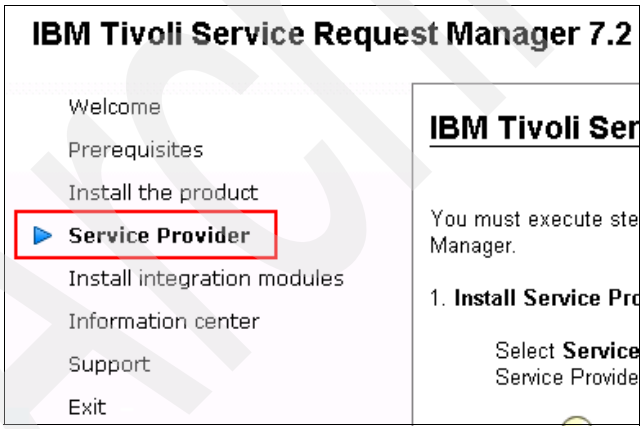

Figure 13-2 Installing IBM Maximo for Service Providers from the Tivoli Service Request Manager installer
2. Click **Service Provider**, as shown in Figure 13-2.
4. After this process is finished, click **Install Service Provider Support for Service Request Manager**, shown in Figure 13-2 on page 237.